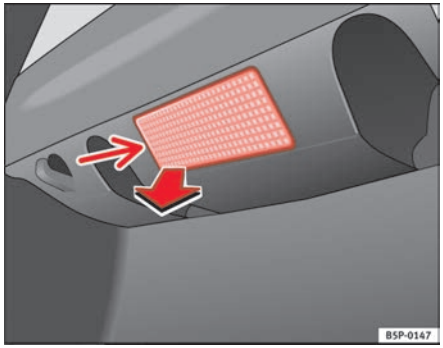

Fig. 149 Luggage compartment light
– Extract the tulip shaped fitting by pressing on the inside edge of this -arrow- using the flat side of a screwdriver ⇒ fig. 149.